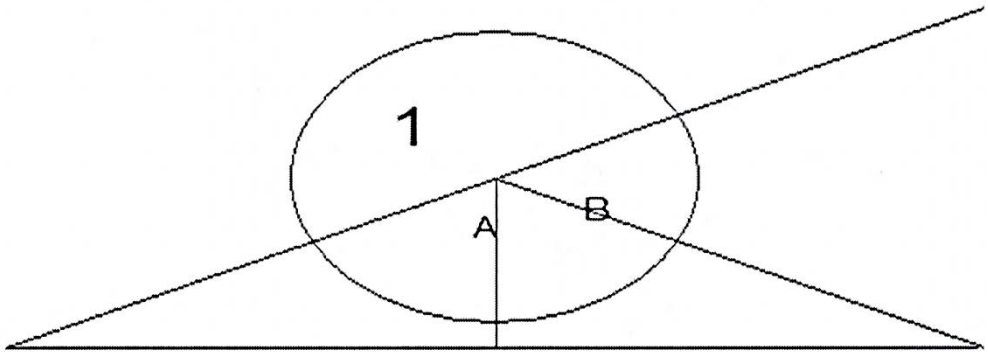

FIGUUR 4
3.2 FIGUUR 4, DIAGRAMBLAD 3 (aangeheg), toon 'n verbinding van 'n staaldakkap. Die knoopplaat ('gusset') is 150 mm wyd en 300 mm lank en verbind dele A en B aan die boonste koord. Dele A en B is met M20-boute aan die knoopplaat geheg.